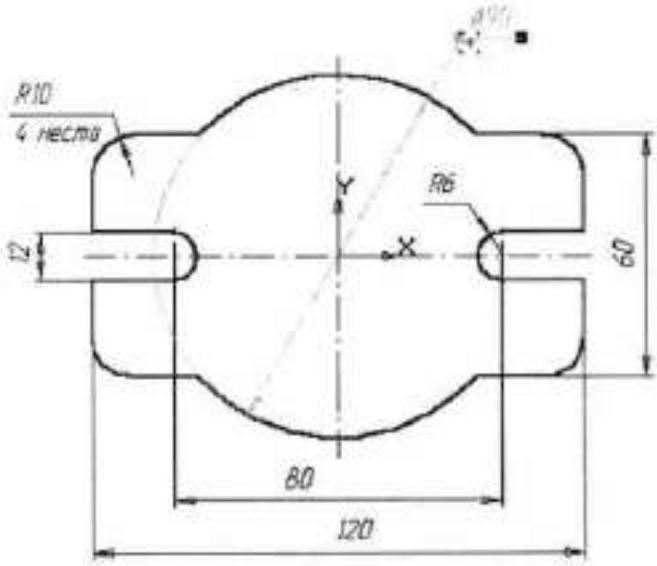

Рис. 31
9. Проставьте необходимые размеры. В процессе простановки диаметра окружности равного 90 мм остается тонкая размерная дуга. Для ее удаления щелкните мышью на размерной линии, поместите курсор на узел, определяющий начало полки. Нажмите левую кнопку мыши и, не отпуская ее, переместите курсор немного выше, рис. 31.